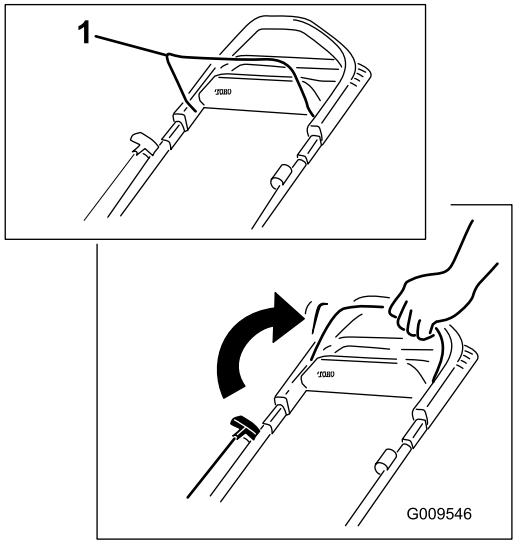

Bild 10
1. Halten Sie den Schaltbügel gegen den Bügel gedrückt (Bild 10).